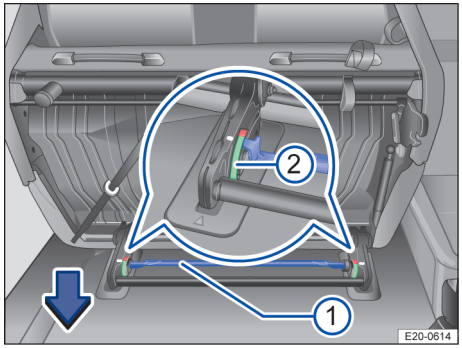

Fig. 71 Deuxième rangée de sièges : Repose de la banquette biplace
2. Poussez la tringlerie → fig. 71 ① vers le bas dans le sens de la flèche jusqu'à ce que les deux indicateurs de verrouillage ② se trouvent dans la zone verte.